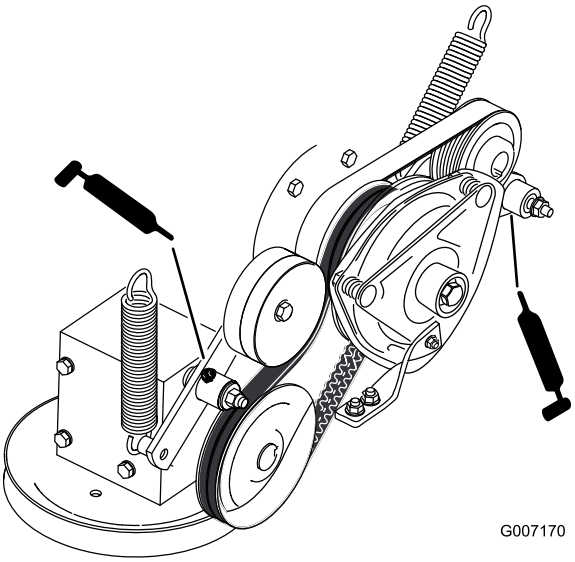

Figuur 31
6. Smeer de arm van de spanpoelie van de aandrijfriem van de aftakas (Figuur 31).
7. Smeer de arm van de riemspanpoelie van de pomp (Figuur 31).